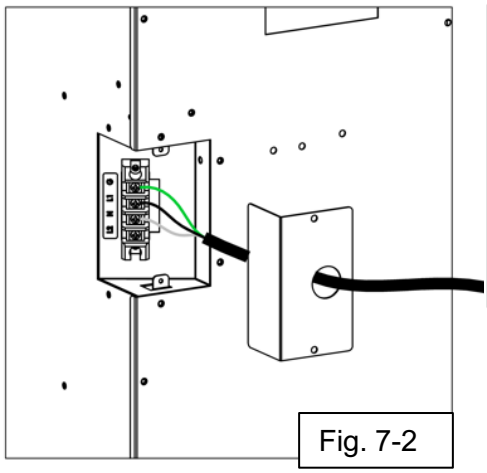

Fig. 7-2
- If the strain relief is not already installed, install it into the junction box cover plate (Fig. 7-2). Slide the power supply wire through the strain relief.